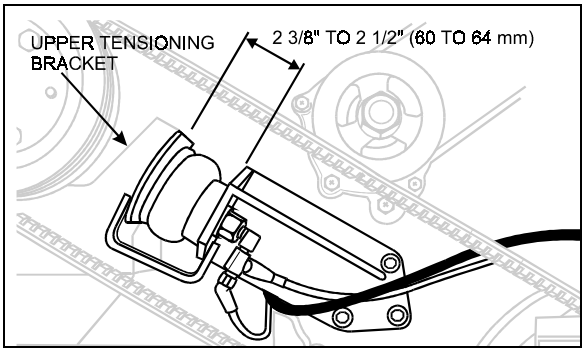

FIGURE 25: TENSIONING AIR BELLOWS 01059
***Note:** For proper operation of the air bellows, adjust the **upper** tensioning bracket to provide a 2 3/8" - 2 ½" (60 - 64 mm) extension with the pneumatic system under normal pressure and the pressure regulating valve set to 50 psi (Fig. 25).*